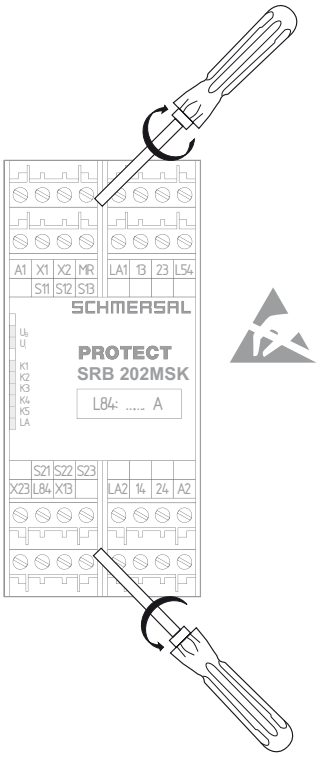

Fig. 3: SRB 202MSK
- Per l'impostazione dell'uscita di segnalazione L84 è necessario aprire la custodia. Per aprire il coperchio frontale, inserire un cacciavite piatto nella rientranza del coperchio superiore e inferiore e sollevare leggermente (vedere Fig. 3 e 4). Con il coperchio frontale aperto, osservare i requisiti ESD per le scariche elettrostatiche. Dopo avere eseguito le impostazioni, rimontare il coperchio.